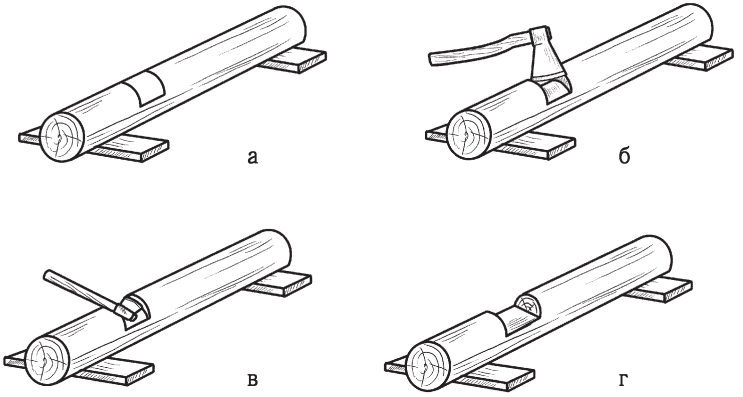

Рис. 72. Выполнение врубки вполдерева: а — намеченное место; б — засечки; в — выборка древесины; г — врубка
3. При сопряжении бревен (брусков) их необходимо правильно соединить, для чего выполняют врубку вполдерева (рис. 72).